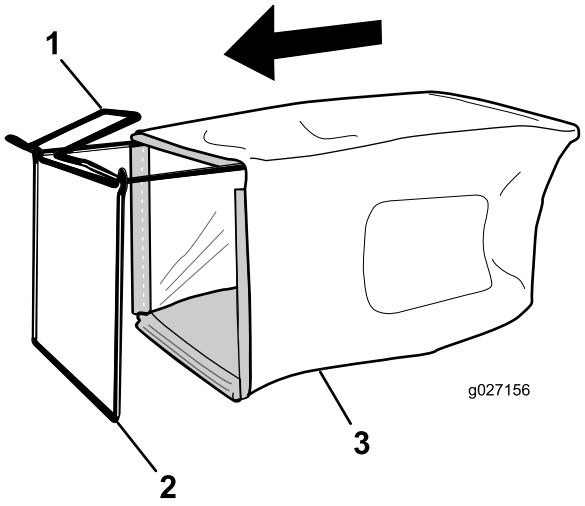

Figur 6
1. Plasser posen over rammen som vist i Figur 6.
Merk: Ikke plasser posen over håndtaket (Figur 6).